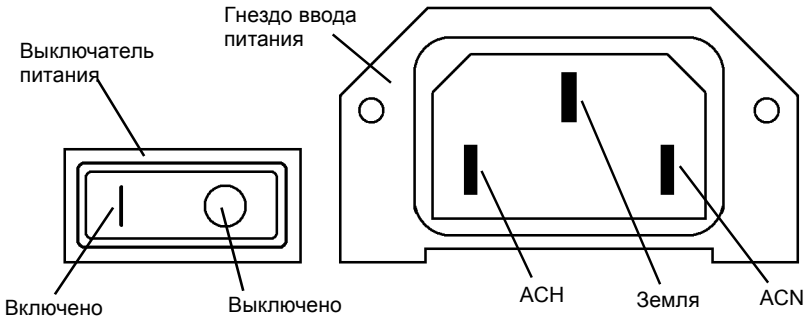

Рисунок 2 Выключатель и гнездо ввода питания
c. Нажмите и держите кнопку **0** и включите выключатель питания (Рисунок 2).
e. Выключите выключатель питания (Рисунок 2).